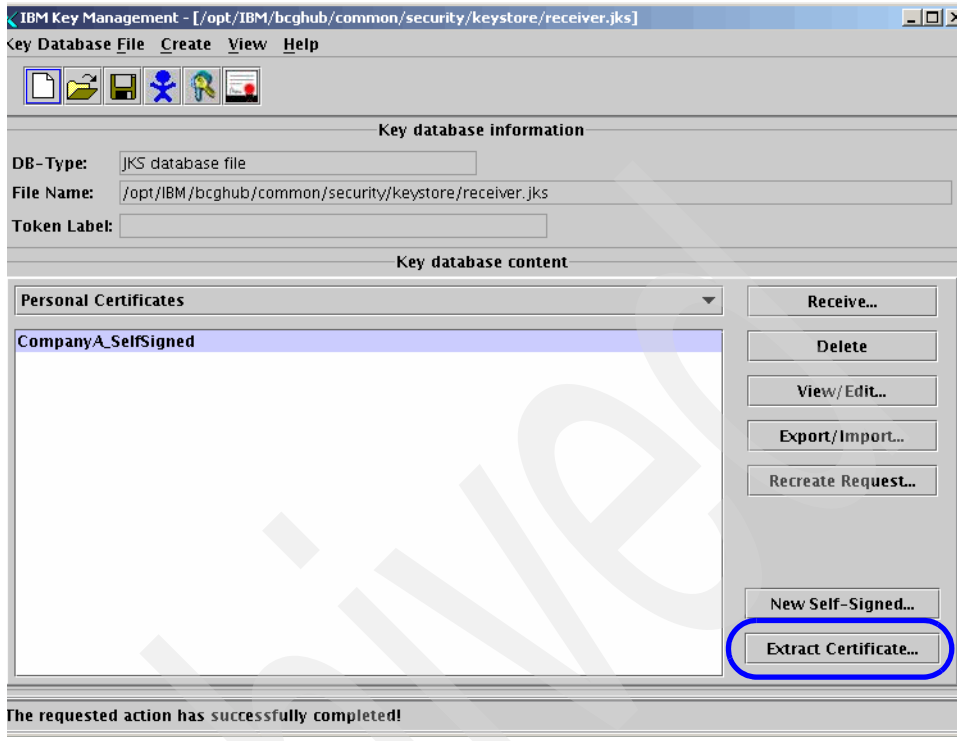

Figure 8-24 Selecting Extract Certificate
The next step is to extract a public certificate from the new self-signed certificate. The WebSphere Partner Gateway Enterprise server of Company E uses this public certificate to encrypt messages that are sent to the WebSphere Partner Gateway Advanced of Company A. This means that at some point, we need to upload this public certificate to the server of the partner. Because only the owner of the private key,Company A, can decrypt the messages sent by Company E, we know then that confidentiality is assured (Figure 8-24 on page 229).
1. In the IBM Key Management window (Figure 8-24 on page 229), click **Extract Certificate**.